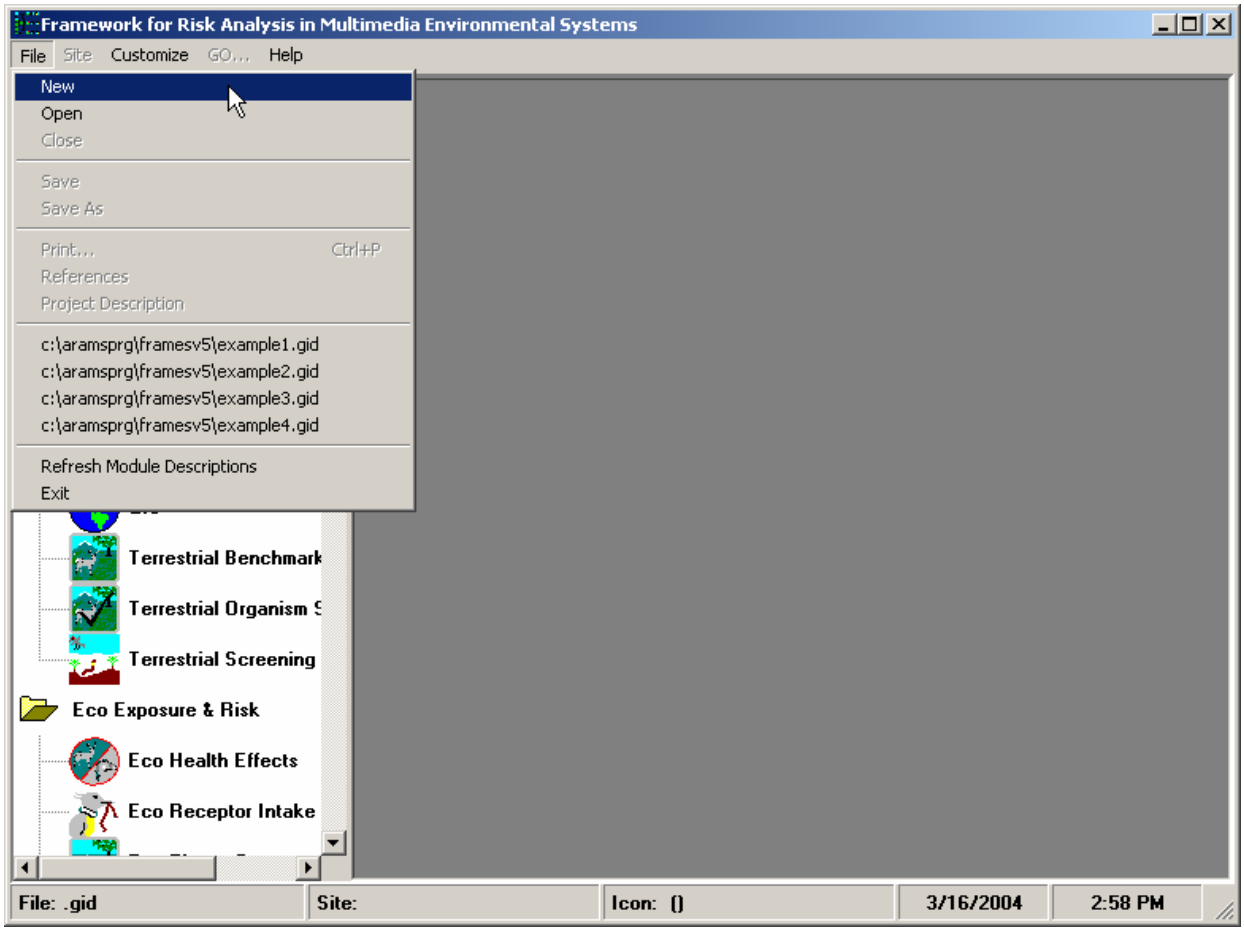
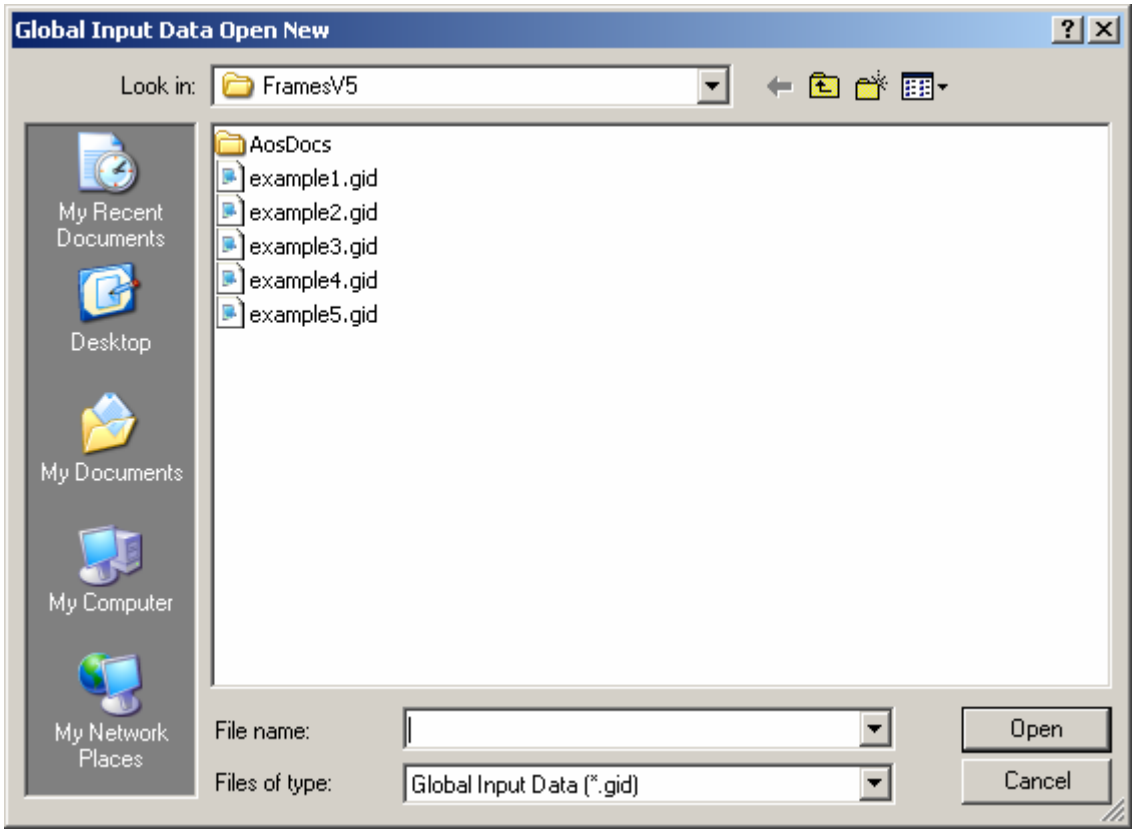

Figure 2. Opening a new file
Figure 3. Global Input Data Open New screen (New File Window)
- While ARAMS/FRAMES is running, click "File" from the FRAMES menu and choose "New." A window titled "Global Input Data Open New" will appear (see Figure 2). In the "File Name" box enter the project name (type: "Sample*2*," maximum of eight characters) and click "Open" (see Figure 3). **Do not name the "new file" "Example2" because it will write over the existing**